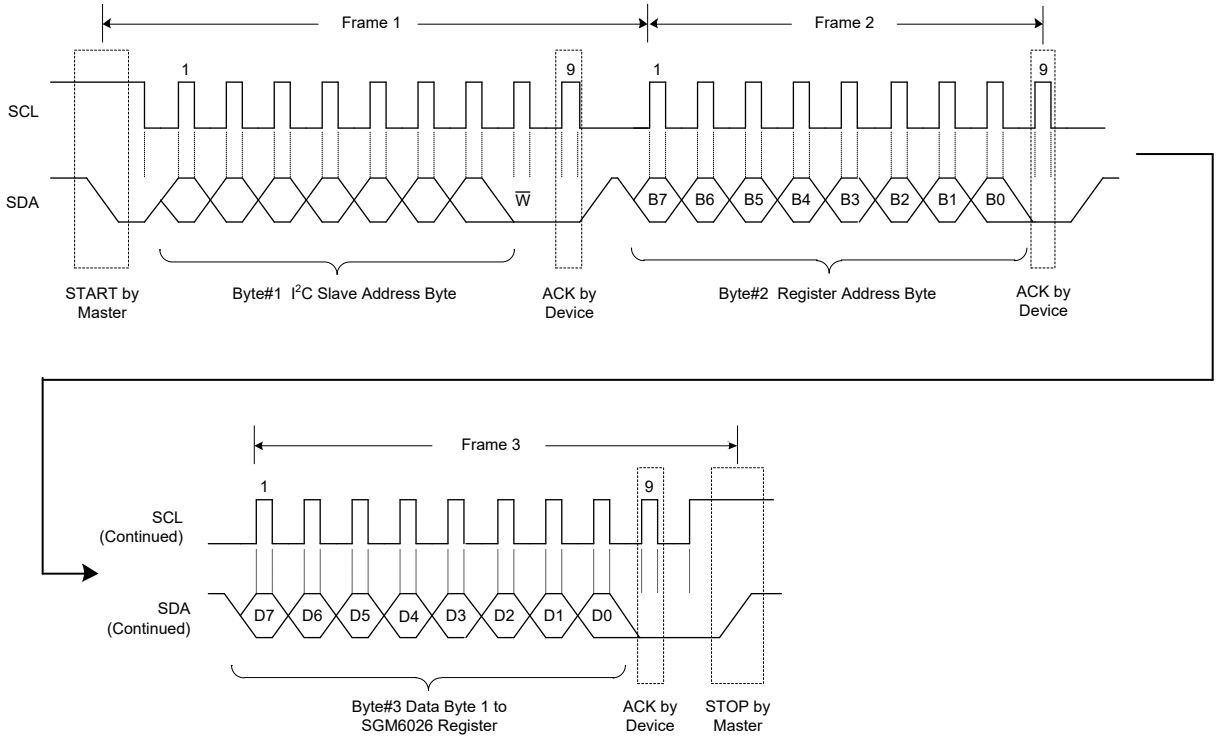

**Figure 6. A Single Write Transaction in Standard, Fast and Fast Plus Modes**
**WRITE:** If the master wants to write in the register, the third byte can be written directly as shown in Figure 6 for a single write data transfer. After receiving the ACK, master may issue a STOP condition to end the transaction or send the next register data, which will be written to the next address in a slave as multi-write. A STOP is needed after sending the last data.